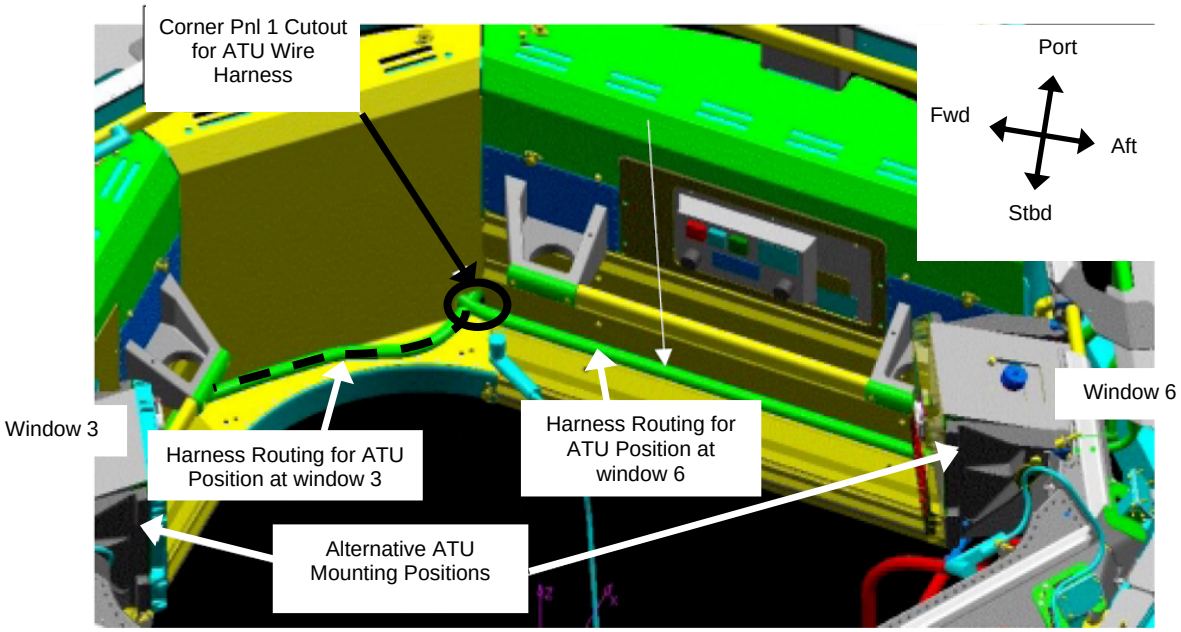

Figure 13.- ATU Wire Harness Routing.
5.4 Route CP2103F and CP2102F to ATU at Window 6 according to Figure 13 (Corner Panel 1 will not be present at this time).